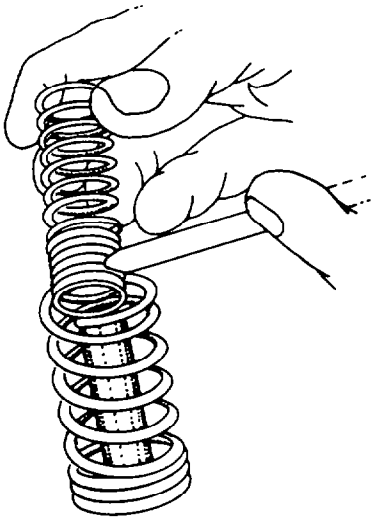

Fig. 47 — Installing Valve Springs
a. Install both inner and outer valve springs with the tighter wound coils towards the head (see fig. 47).